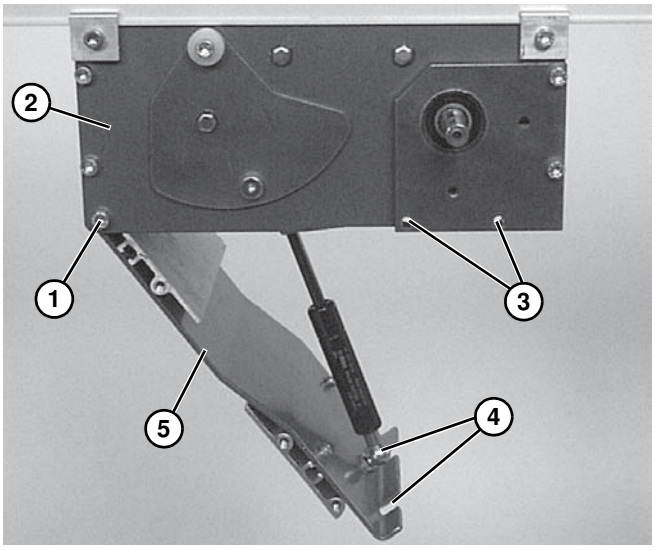

Abbildung 31
2. Eckschrauben **(Abbildung 31, Teil 1)** auf jeder Seite des Antriebsmoduls **(Abbildung 31, Teil 2)** lösen.
3. Schrauben an Spanntür **(Abbildung 31, Teil 3)** auf jeder Seite des Antriebsmoduls abmontieren.
4. Mit den Grifflöchern **(Abbildung 31, Teil 4)** die Spanntür öffnen **(Abbildung 31, Teil 5)**, um das Förderband spannungsfrei zu machen.